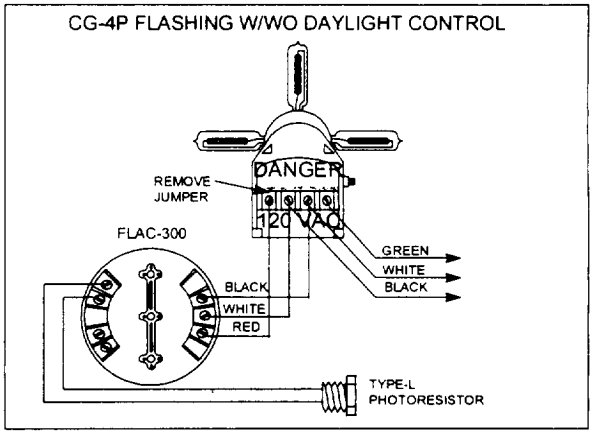

Figure 2-17
m. If flashed, install a FLAC-300 and type-L daylight control, as shown in Figure 2-17.